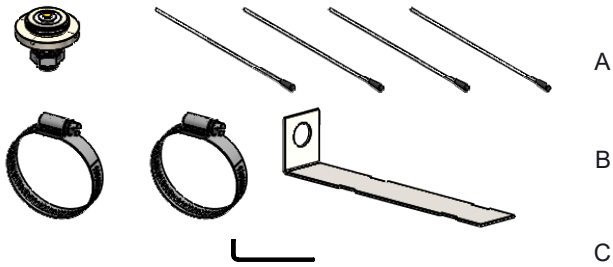

Fig. 1
1. Parts: Verify all parts are included as shown in Fig. 1.